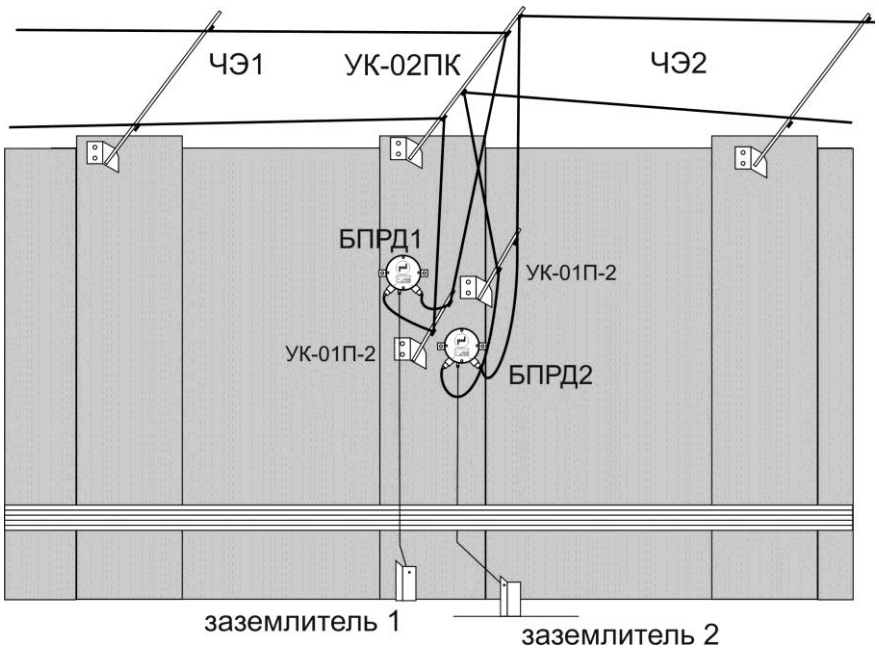

Рис. 10.8
10.1.5 Последовательную установку нескольких извещателей произвести в соответствии с рис. 10.7 и рис.10.8, при этом необходимо учесть вышеизложенные рекомендации.